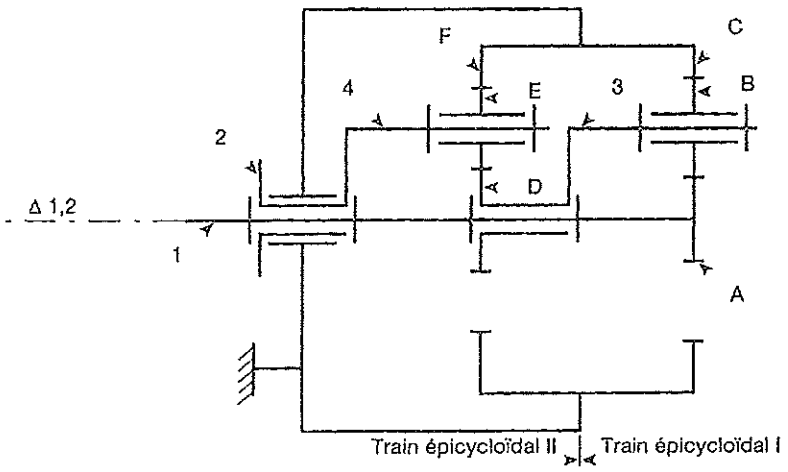

Figure 1
Le réducteur, dont le dessin et le schéma cinématique sont proposés figure 1, s'inscrit dans la chaîne de transmission de puissance d'un treuil à chaîne.
2.1 En utilisant le schéma cinématique (figure 1) du réducteur tracer le graphe des liaisons ;